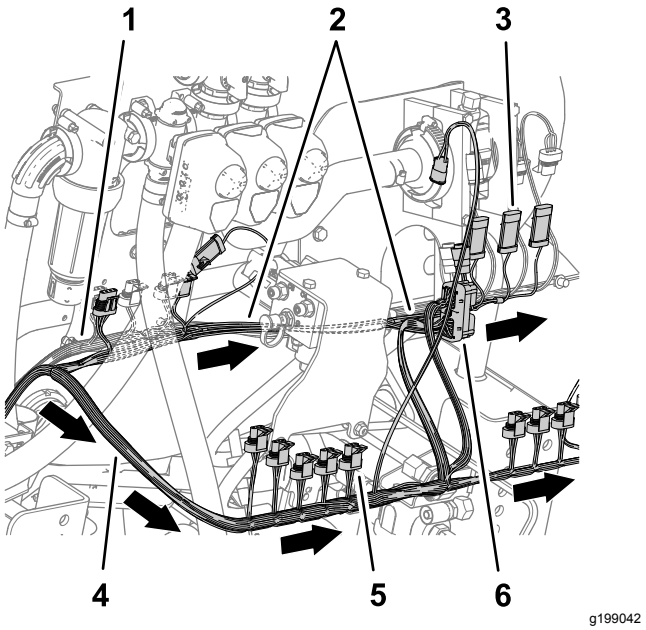

Figur 83
7. Bak på maskinen, før den 89 cm lange ledningssatsforgreningen foran løftemanifolden og til høyre for strømningsmåleren, som vist i Figur 83.
8. Før den 102 cm lange ledningssatsforgreningen bak løftemanifolden og til høyre, som vist i Figur 83.